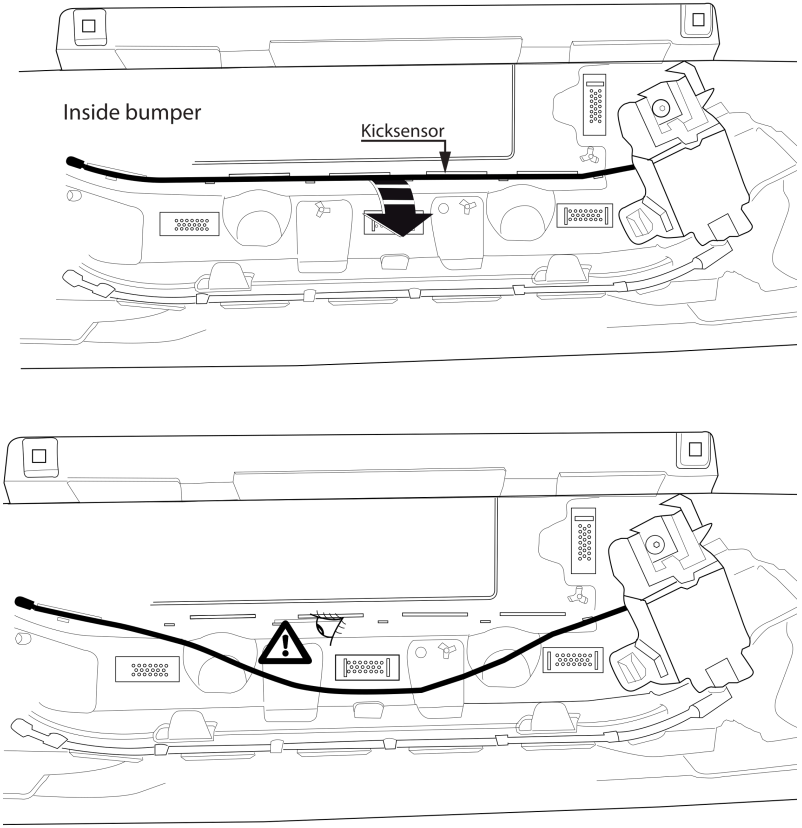

Fig. 2
2. Внимание, если присутствует: Переместите сенсор удара. Смотрите рисунок 2